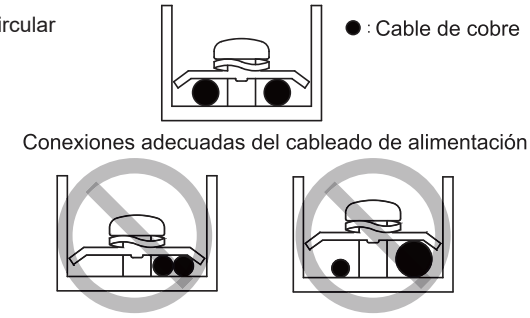

Figura 2
- No conecte dos cables de alimentación a la misma terminal de alimentación eléctrica (puede causar sobrecalentamiento de los cables debido a cables flojos) (consulte la Figura 2).